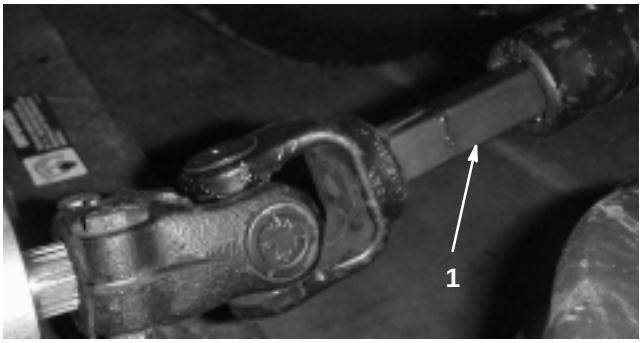

Figure 24
5. Stop the engine and slide the cutting unit away from the traction unit and carrier frame, separating the male and female sections of the PTO shaft (Fig. 24).